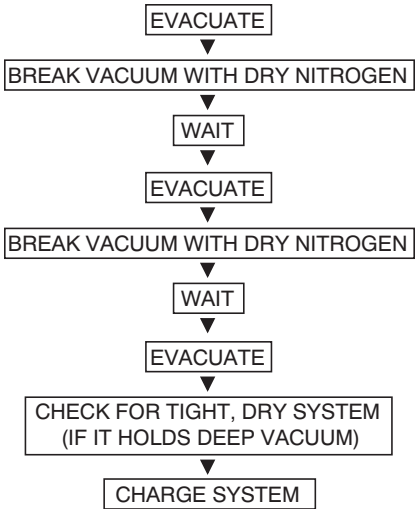

Fig. 31 – Triple Evacuation Method
The triple evacuation method should be used when vacuum pump is only capable of pumping down to 28 in. of mercury vacuum and system does not contain any liquid water. Refer to Fig. 31 and proceed as follows:
5. Repeat this procedure as indicated in Fig. 31. System will then be free of any contaminants and water vapor.